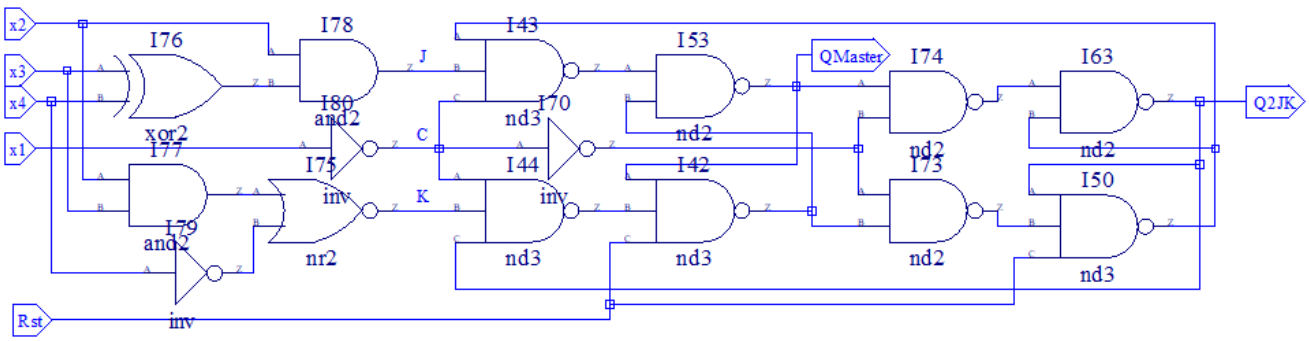

Figure 3: Schematic of a Master-Slave **UK trigger**
In the same graphical editor window, we draw a schematic of a Master-Slave (MS) JK trigger with control circuits and an input that sets the trigger to the initial state (0), as shown in Figure 3.